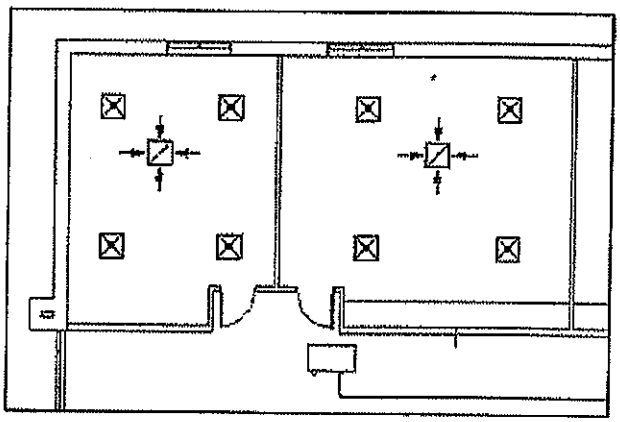

Figure 4–28
5. Select at least one of the Duct Fittings and Flex Ducts. Right-click and select **Hide in View>Category**. The rest of the ducts and associated fittings are turned off as shown in Figure 4–28.